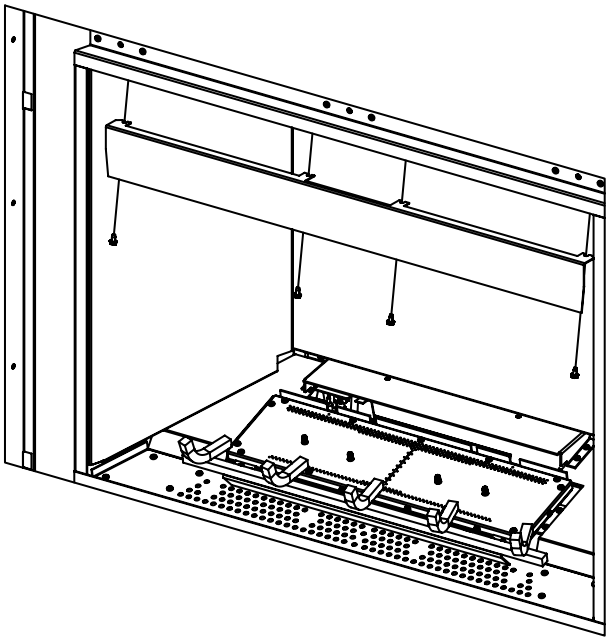

Figure 25: Light Deflector Removal
3. Remove light deflector (see Figure 25).